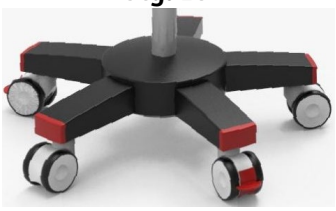

Fig. 28
5. **Assembled base as shown in Fig.28.**